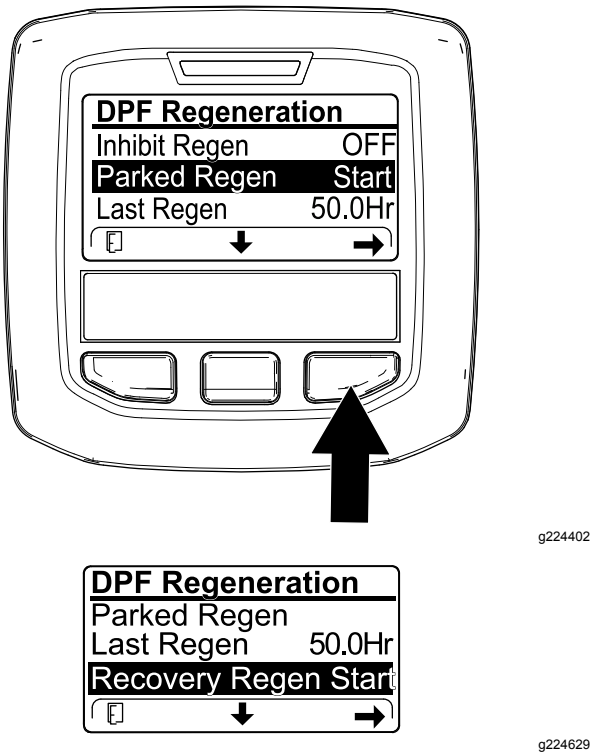

Figur 56
1. Gå till menyn för DPF-regenerering, tryck på mittknappen för att bläddra till antingen alternativet PARKED REGEN START eller RECOVERY REGEN START (Figur 56) och tryck på högerknappen för att starta regenereringen (Figur 56).